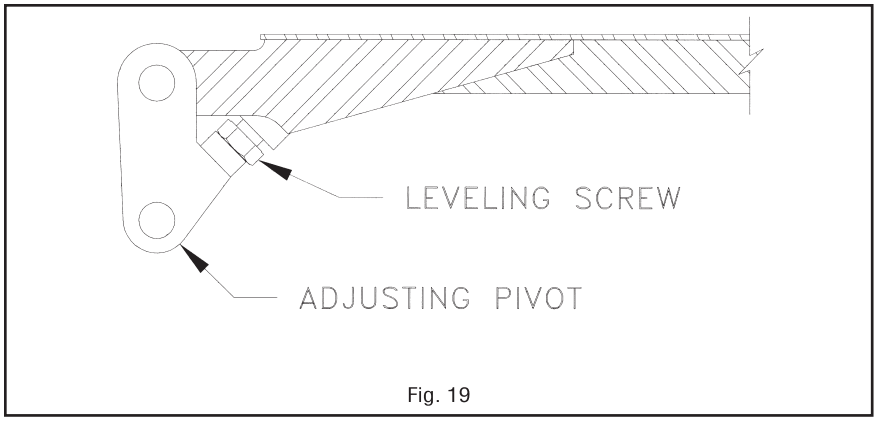

Fig. 19
Step 25 Lower the platform to the ground with a 200# weight on the platform. If the ramp tip of the platform contacts the ground before the adjusting pivot, adjust the leveling screw out so the ramp tip and the pivot strike the ground at the same time. See figure 19.